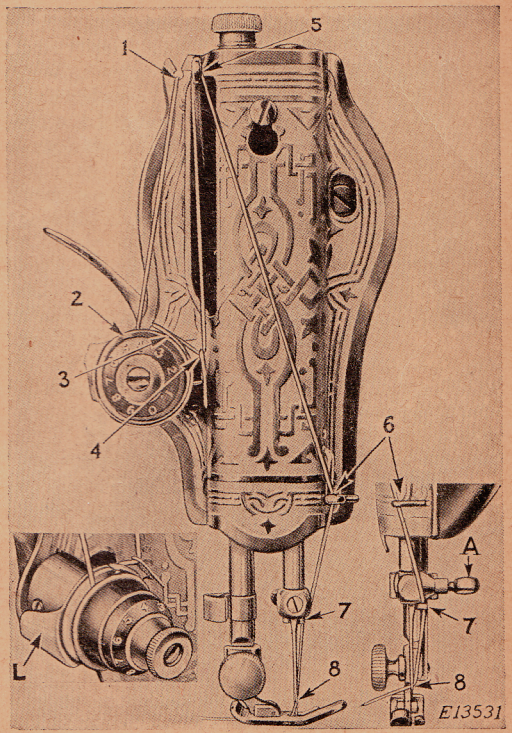
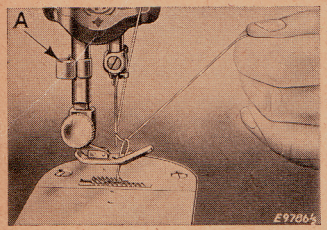
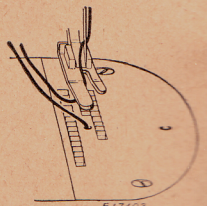

Fig. 12. Upper Threading
FIG. 13. DRAWING UP BOBBIN THREAD
FIG. 13A. THREADS IN POSITION TO COMMENCE SEWING
Turn the balance wheel over toward you until the thread take-up lever (5, Fig. 12) is raised to
(See Fig. 12)
Turn the balance wheel over toward you until the thread take-up lever (5) is raised to its highest position. Place the spool of thread on the spool pin at the top of the machine and pass the thread to the left through the thread guide (1) at the rear of the face plate, down, under and from back to front between the tension discs (2), the thread guard (L) guiding the thread between the discs. (See insert in Fig. 12). With the right hand hold the spool to prevent it from turning, and with the left hand draw the thread up into the take-up spring (4) until the thread enters the retaining fork (3), then pass the thread up and from back to front through the hole in the thread take-up lever (5), down through the guide (6) on the face plate, into the guide (7) on the needle clamp and from **right to left** through the eye (8) of the needle.
With the left hand, hold the end of the needle thread, leaving it slack from the hand to the needle. Turn the balance wheel over toward you until the needle moves down and up again to its highest position, thus catching the bobbin thread. Draw up the needle thread and the bobbin thread will come up with it through the hole in the throat plate, as shown in Fig. 13. Lay both threads back under the presser foot diagonally across the feed, as shown in Fig. 13A, to the right or left, depending upon which side of the needle the material is to be located, so that when the presser foot is lowered, the threads will be firmly held between the feed and the presser foot.
Stop the machine with the thread take-up lever (5, Fig. 12) at its highest position, raise the presser foot and draw the fabric back and to the left, pass the threads over the thread cutter (A, Fig. 13) and pull down lightly to sever them. Leave the ends of the threads under the presser foot.